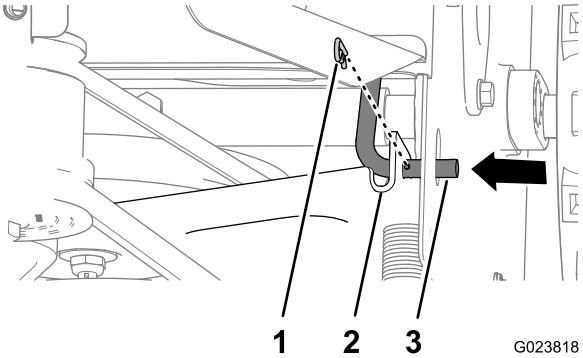

Figur 41
2. Ta bort hårnålssprinten från hjuldrivningsstången (Figur 41).
3. Ta bort hjuldrivningsstången från hjuldrivningsfästet genom att flytta stången inåt (Figur 41).
5. Flytta hjuldrivningsfästet bakåt och rikta in hålet i fästet efter hjuldrivningsstången (Figur 41).
6. Dra stången genom fästet och fäst den med hårnålssprinten (Figur 41).